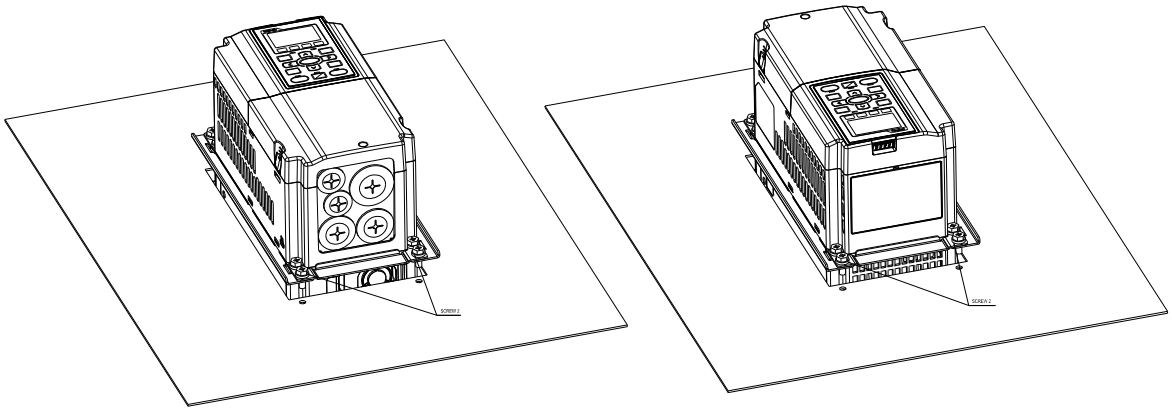

Figure 4
4. Plate installation, place 4 of the screw 2 (M6) (figure 4) through accessory 2&3 and the plate then fasten the screws. Screw torque: 25~30kg-cm (21.7~26lb-in)[2.45~2.94Nm].